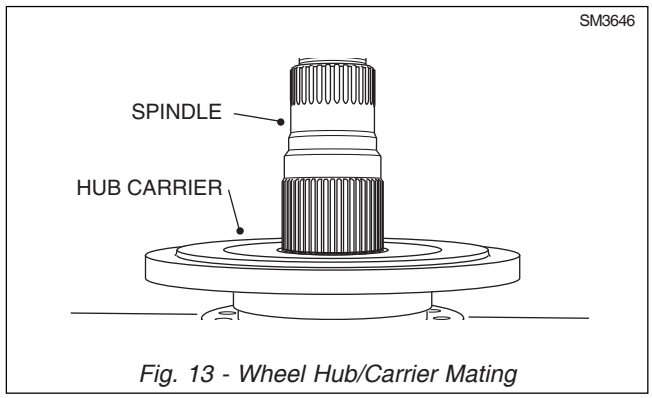

Fig. 13 - Wheel Hub/Carrier Mating
8. Fill the tapered cavity within wheel hub (41) with grease (SKF LGEP 2/18 spec). Ensure an even film is distributed around the bore.
9. Lower wheel hub (41) onto hub carrier (50) until bearing (47) race seats firmly. **Note:** Observe that the oil seal slides onto intermediate ring without damage to seal. Refer to Fig. 13.